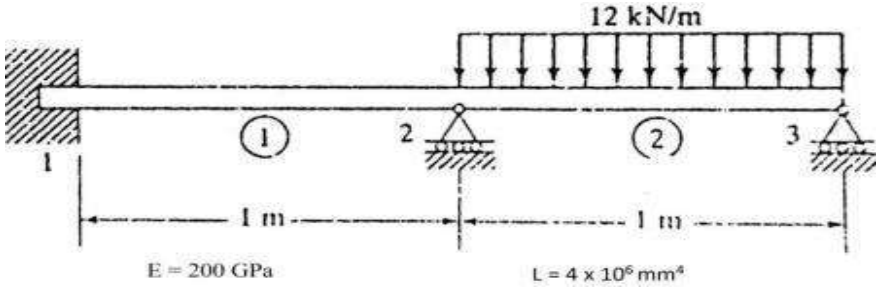

Fig. 6
(b) For the beam and loading shown in Fig .6 determine (1) the slopes at 2 and 3 and (2) the vertical deflection at the midpoint of the distributed load. **07**